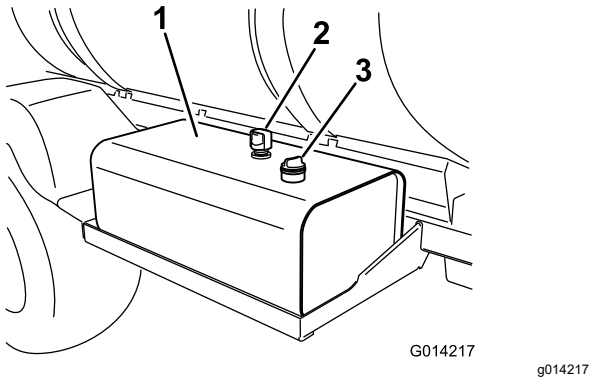

Figuur 104
2. Maak schoon rond de dop van de peilstok van de tank met hydraulische vloeistof en verwijder de dop (Figuur 104).